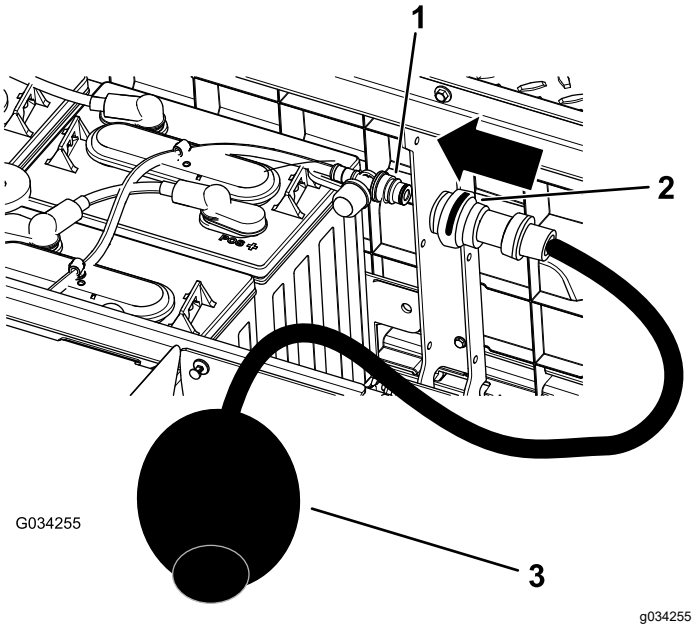

Figura 41
4. Conecte a bomba manual de água da Toro à porta de enchimento de água (Figura 41).